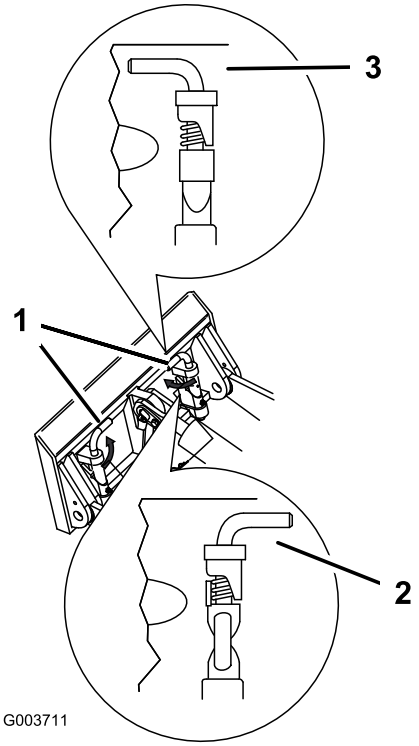

**Figur 25**
7. Koppla in snabbfästpinnarna och se till att de är ordentligt inskjutna i fästplåten (Figur 25).